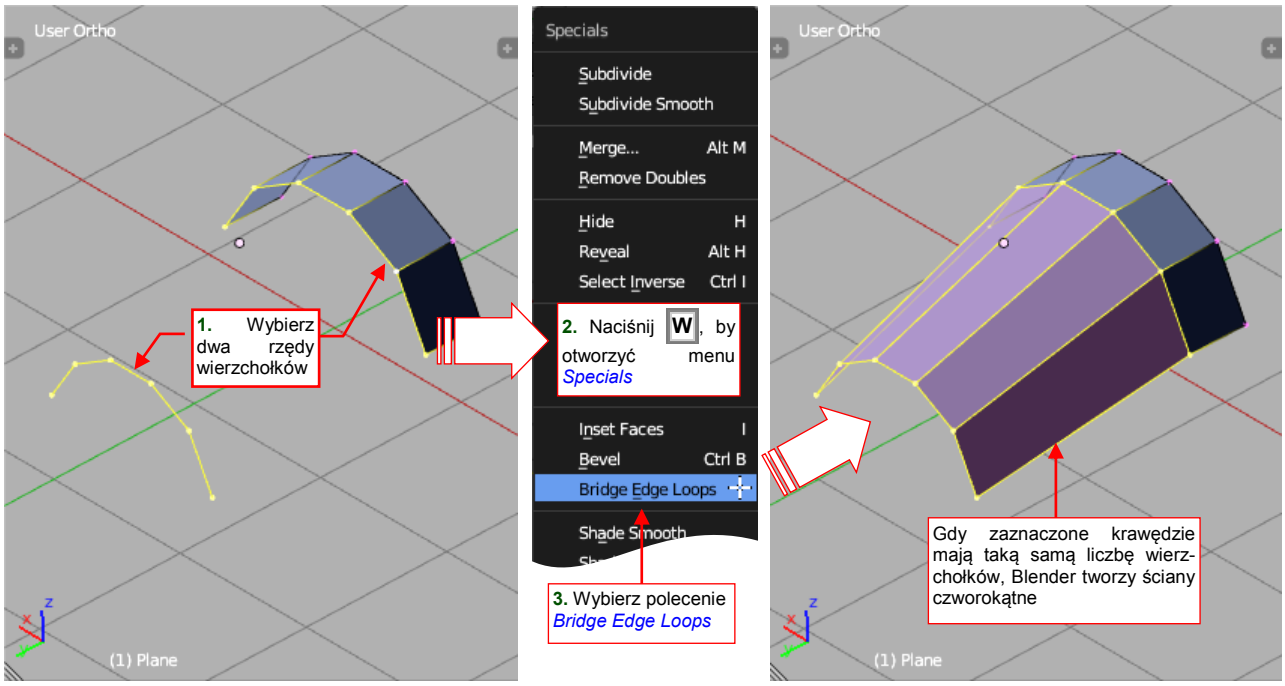

Rysunek 6.21.4 Łączenie dwóch krawędzi poleceniem *Bridge Edge Loops*
By stworzyć cały ciąg ścian pomiędzy dwoma zaznaczonymi rzedami wierzchołków, użyj polecenia ***Mesh→Edges→Bridge Edge Loops***. Znajdziesz je także w menu *Specials* (W) (Rysunek 6.21.4):
Można także wskazać więcej rzędów wierzchołkow — polecenie połączy je wszystkie. Jeżeli będą miały taką samą liczbę elementarnych krawędzi, Blender stworzy pomiędzy nimi regularne, czworoboczne ściany (Rysunek 6.21.4). W przeciwnym razie ściany będą trójkątne.